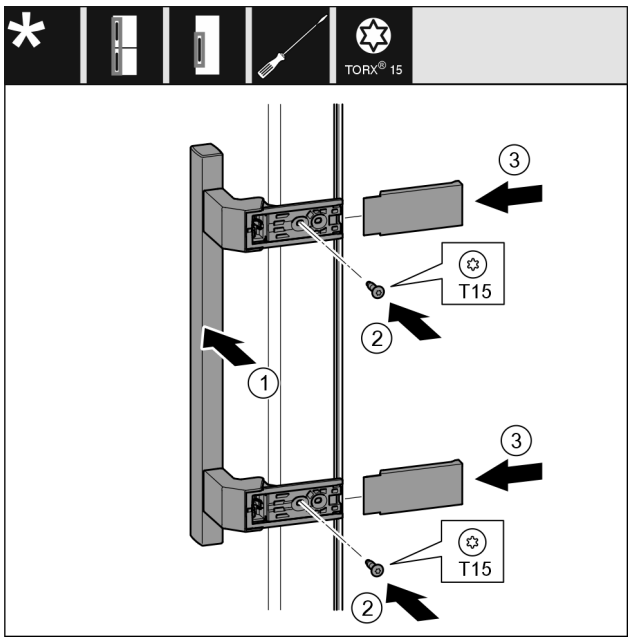

Fig. 22
▶ Pielieciet rokturi *Fig. 22 (1)* pretējā pusē.
▶ Ar skrūvgriezi pieskrūvējiet skrūves *Fig. 22 (2)*.
▶ Sānos pielieciet un uzbīdiet pārsegus *Fig. 22 (3)*.